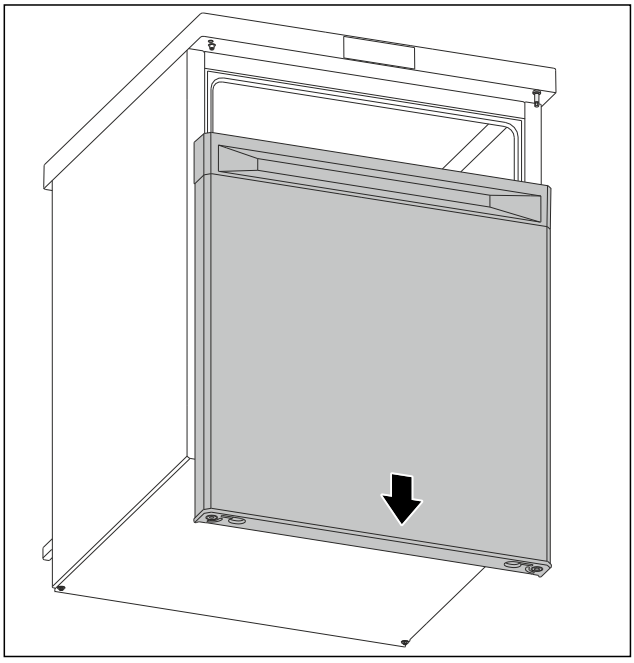

Fig. 6
▶ Tag døren af nedefter. (se Fig. 6)